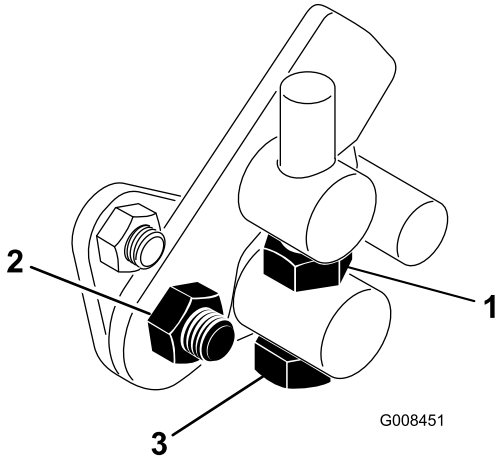

**Figur 44**
1. Løsn kontramøtrikken på trækbøjlen (Figur 44).
4. Tilspænd kontramøtrikken på tappens maskinskrue og møtrikken på pedalens drejetap for at låse justeringen (Figur 44). Kontroller justeringen, og juster som påkrævet.